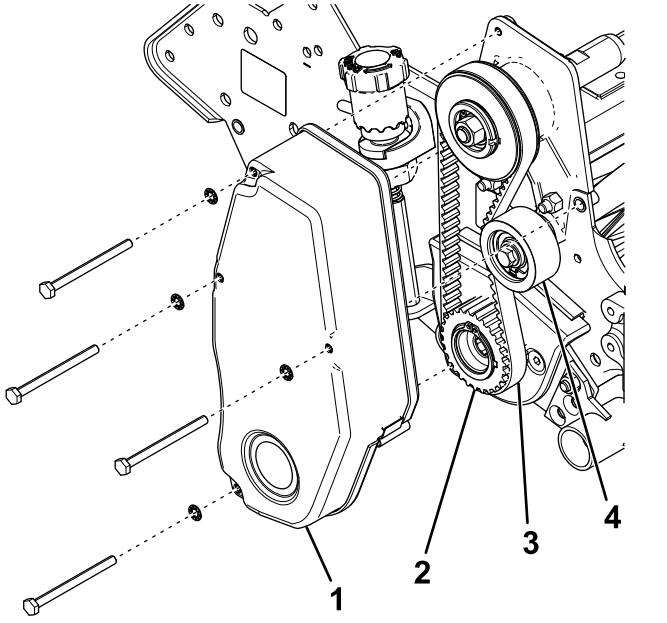

Figure 12
4. Install the drive pulley to the reel shaft (Figure 12).
7. Install the reel-drive-belt cover to the side plate (Figure 12).